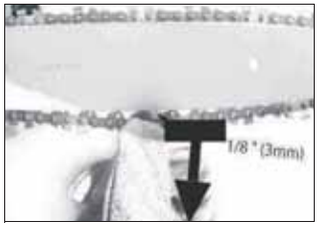
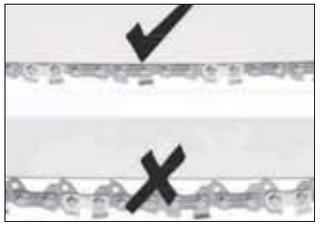

Fig.19A
Fig.19B
c) With the saw on a firm surface, check the saw chain tension. The tension is correct when the chain snaps back after being pulled 1/8 inch (3mm) away from the guide bar with light force from the middle finger and thumb as shown in figure (Fig.19A).There should be no "sag" between the guide bar and the chain on the underside as shown in figure. (Fig.19B)